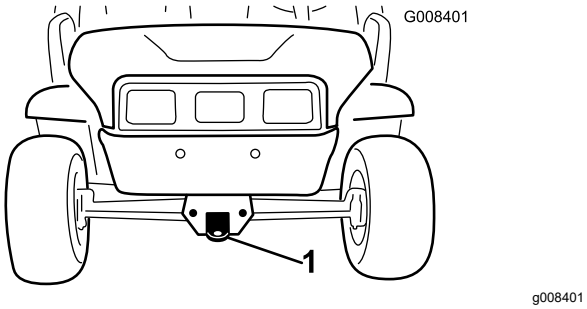
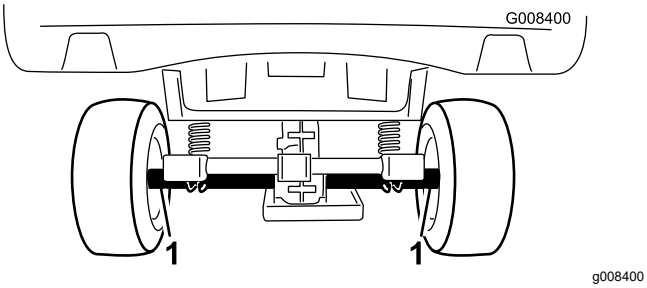

Figur 18
Figur 19
Se Figur 18 og Figur 19 for bindepunkternes placering på maskinen.
2. Sæt et bugsertov fast på anhængertrækstangen foran på maskinens stel (Figur 18).